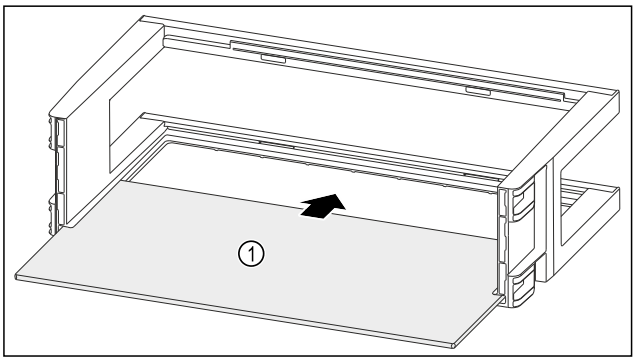

Fig. 151
▶ Push the shelf *Fig. 151 (1)* into the side recesses.